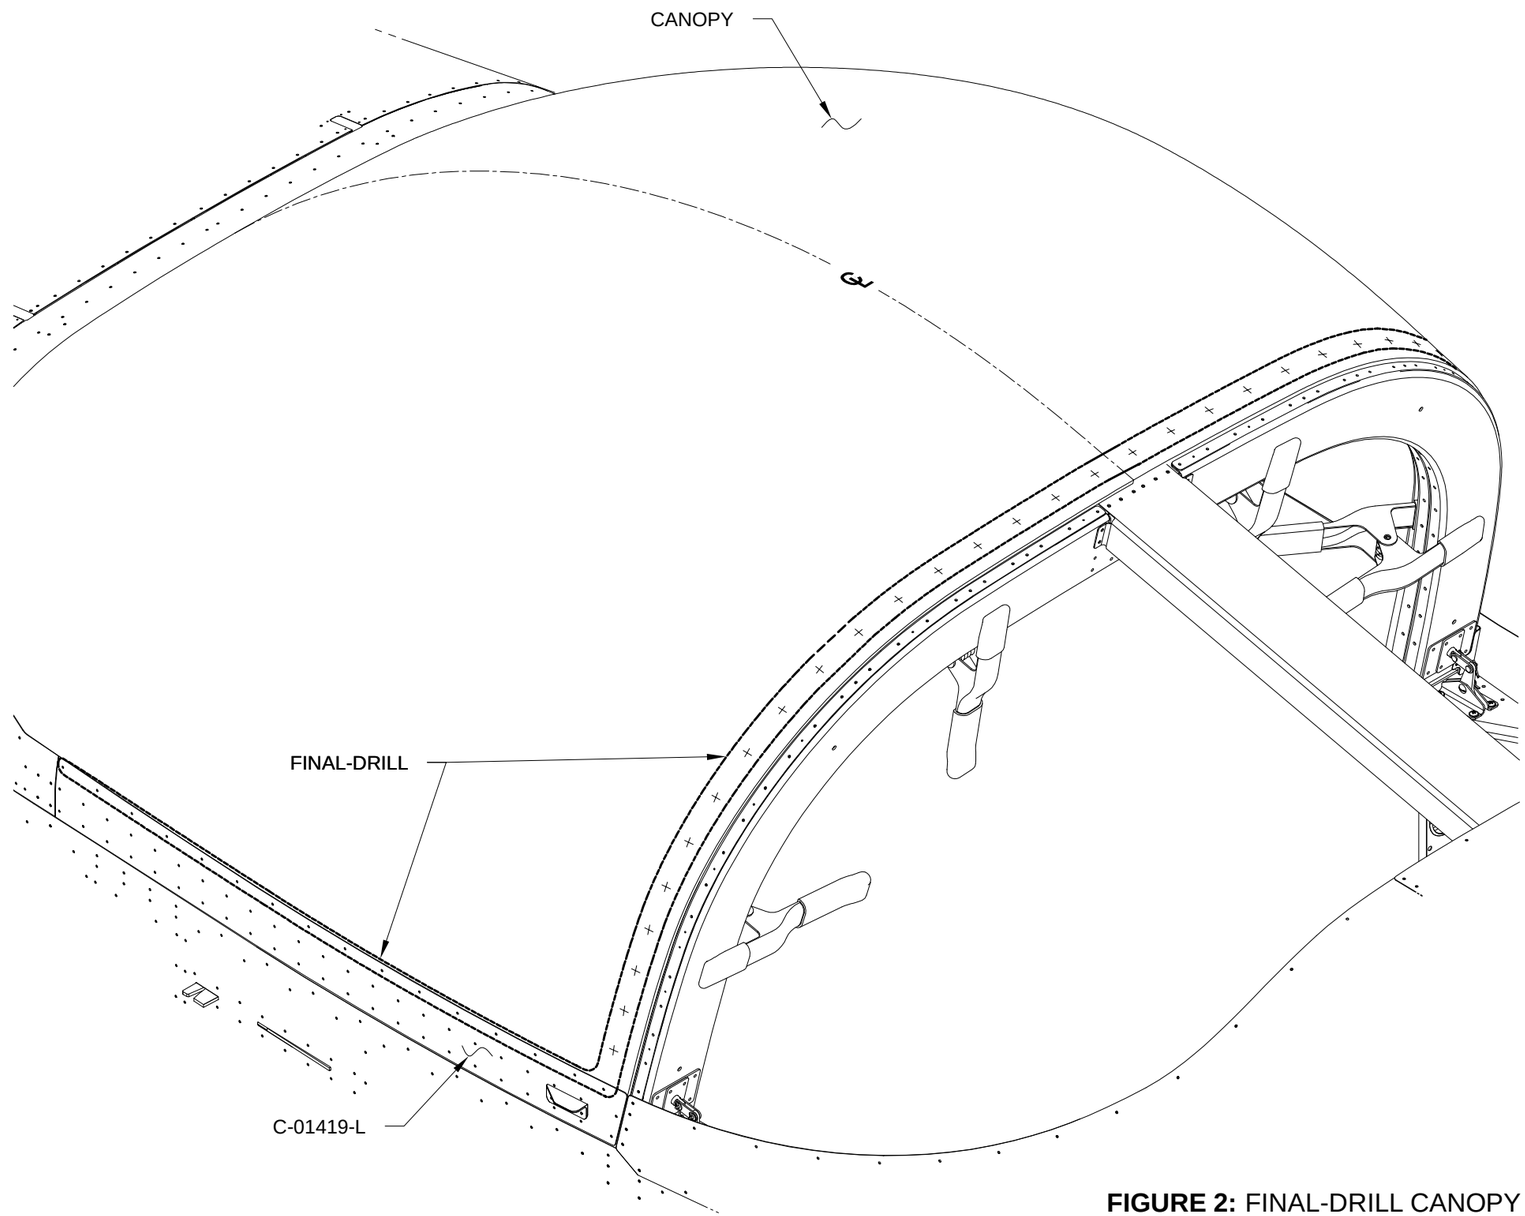

FIGURE 2: FINAL-DRILL CANOPY
Step 5: Final-Drill #27 and cleco holes common to the canopy and Canopy Frame Assembly indicated in Figure 2.